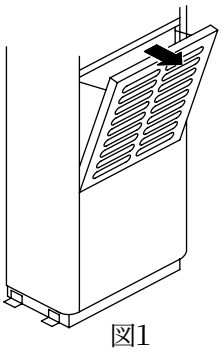

図1
(1) 前フサギパネルの取付
①前パネル（下）を手で手前に倒してください。…図1